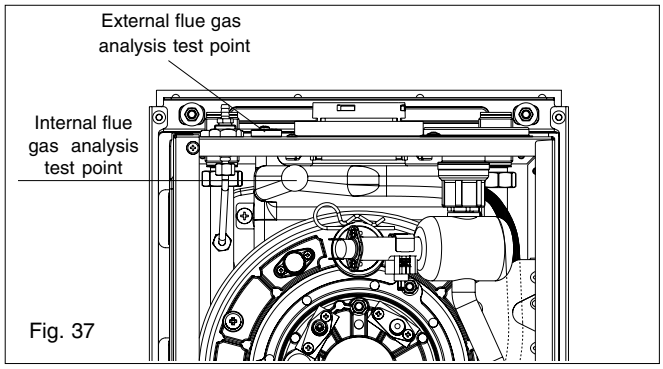

Fig. 37
Isolate the appliance from the electrical supply and remove the appliance casing as described in 4.7.1. Set the flue gas analyser to read CO_2 and insert the probe into the flue analysis test point (fig. 37). Restore the electrical supply to the boiler and switch the boiler to the OFF mode.
- Insert the flue gas analyser probe into the flue gas test point (see fig. 37).